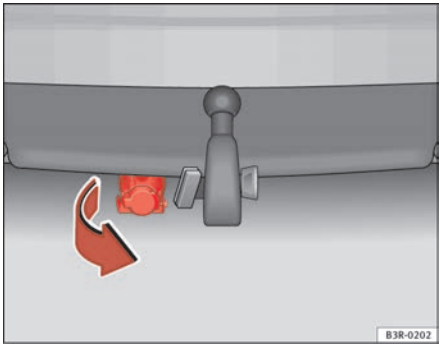

Fig. 163 Rear bumper: Pulling down the connecting socket
– To plug in the electrical connection for the trailer, pull down the socket below the bumper ⇒ page 200, fig. 163.